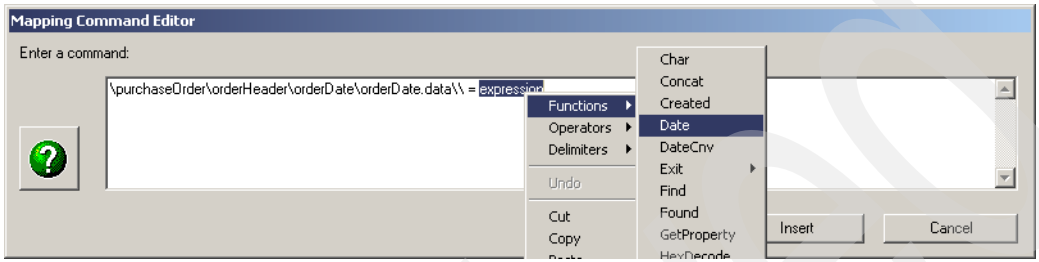

Figure 15-29 Invoke a built in function
7. To add the Date() function to our mapping command, simply highlight the expression value shown in the Mapping Command Editor, right-click and select **Functions** → **Date** (Figure 15-29).